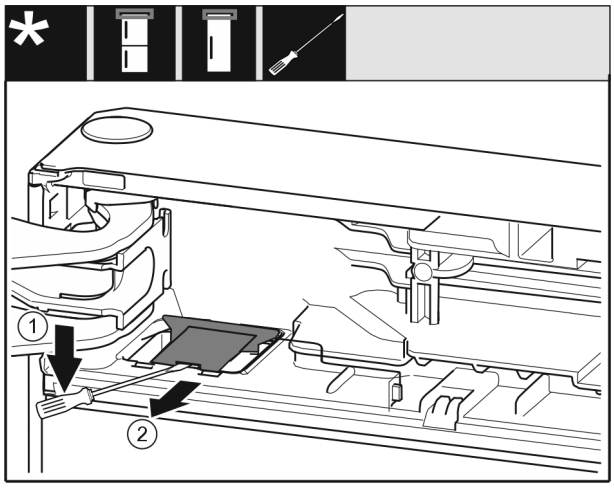

Fig. 11
- ▶ Met een platte schroevendraaier de afdekking *Fig. 11 (1)* losmaken.
- ▶ Afdekking *Fig. 11 (2)* eruit trekken.